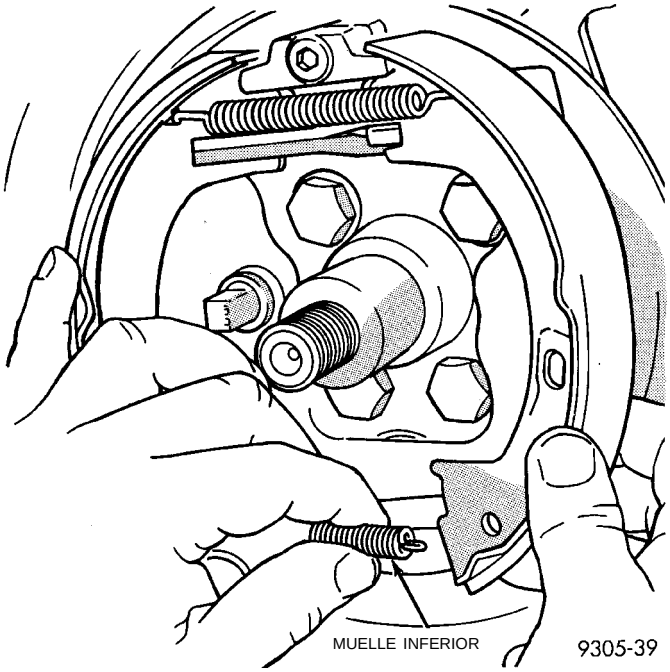

Fig. 160 Muelle de retroceso inferior de la zapata de freno
(9) Retire el muelle inferior de la zapata (Fig. 160).
(4) Instale la zapata inferior en el muelle de retroceso de la zapata (Fig. 160).